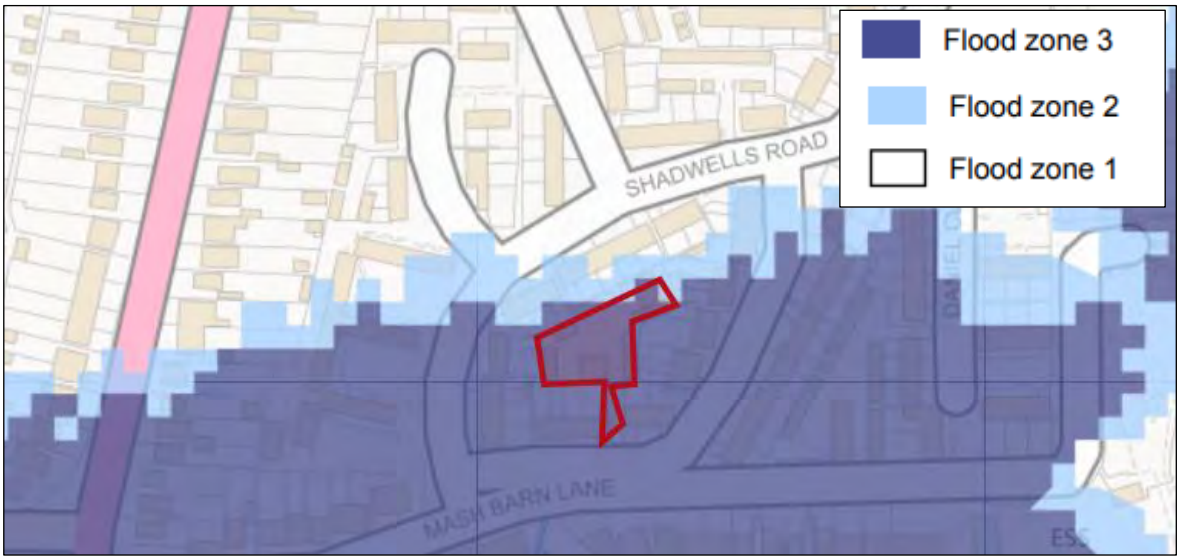

Figure 5.2 Extract of the EA online Flood Maps.
5.8 The EA Flood Zone maps and the detailed flood risk data assess the risk from tidal and fluvial flooding. An extract of the EA Flood Zone Maps is shown in Figure 5.2. Further sources of flood risk are considered below.